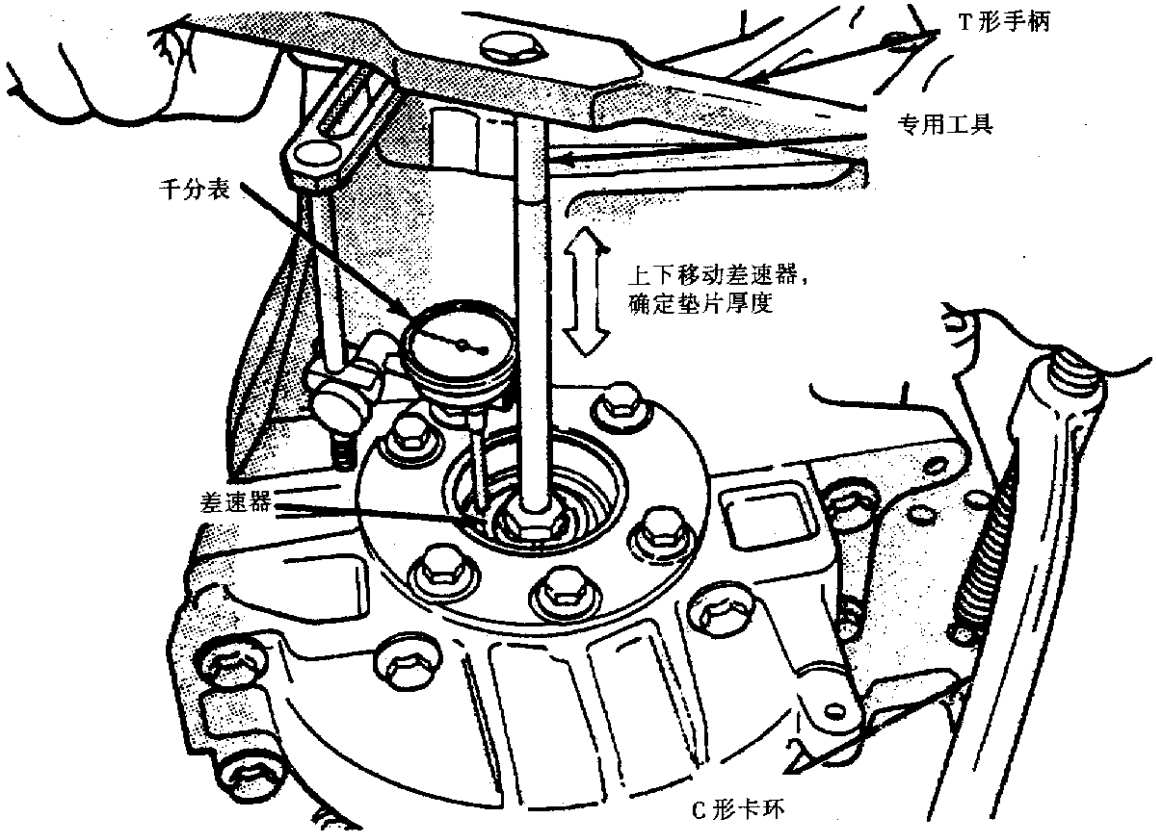

图6－39　检查差速器轴承(轴向间隙以确定垫片厚度)
(9)用专用工具C－4995及扭矩扳手检查顺时针和逆时针差速器总成的转动力矩，如图6－40所示。注意：对新轴承该扭矩应在1～1.55N·m之间，对用过的轴承，最小值为0.67N·m，若转动力矩太高，则装配比0.05mm薄些的垫片，若转动力矩太低，则装配比0.05mm厚些的垫片。